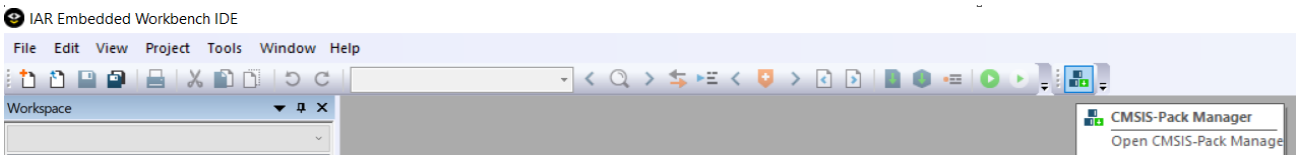

Figure 30. Pack Installer Icon
2. Navigate to **Project** > **CMSIS Pack Manager**, or click on the icon shown in the "Pack Installer Icon" figure (Figure 30).